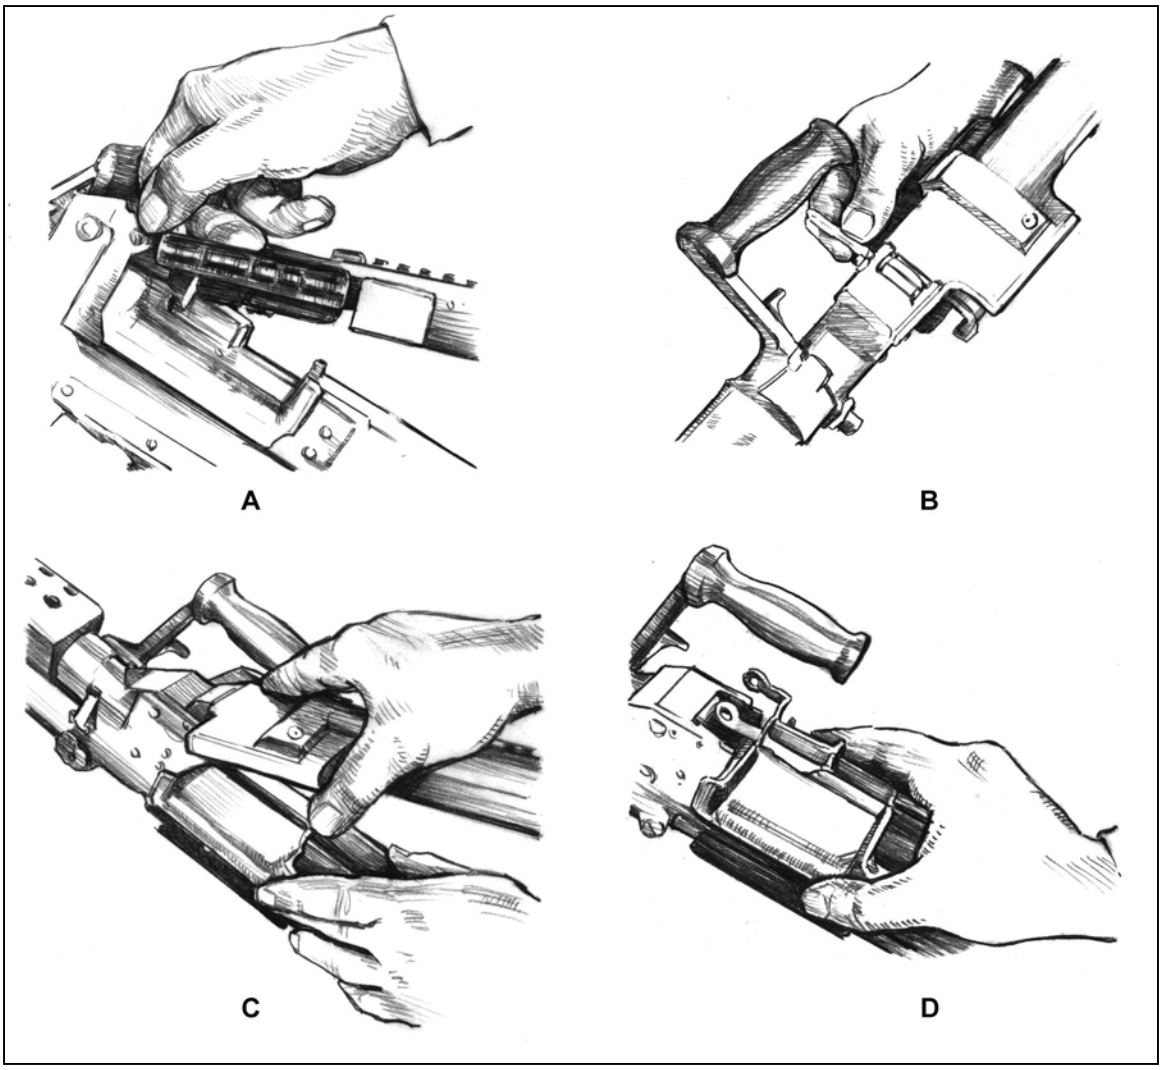

Figure 3-17. Removal of cover, feed tray, and spring pin.
e. **Remove the Cover Assembly**. (A) Close cover. Depress spring pin and remove. You may need to use the back of the back plate of the buttstock to tap on the spring pin. (B) Then remove pin with fingers. All pins go from right to left. (C) Depress cover latches, lift upwards and remove cover assembly. (D) Remove feed tray (Figure 3-17, page 3-16).